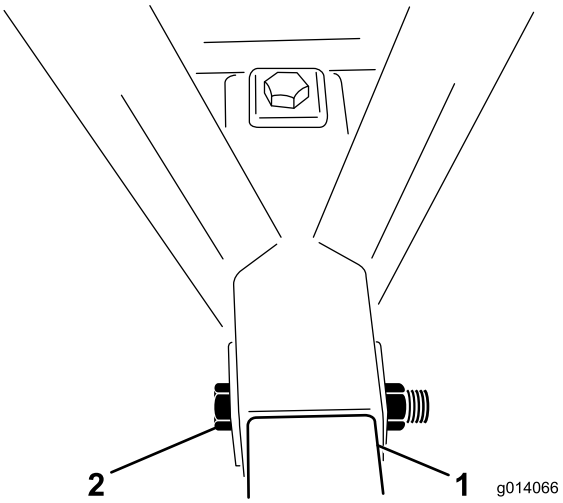

Figuur 4
5. Plaats een bout van 6–1/2 inch door het frame en de trekhaakbuis en bevestig de borgmoer (Figuur 4).
6. Plaats de tweede bout van 6–1/2 inch door de bovenkant van het frame en omlaag door de trekhaakbuis. Bevestig de borgmoer (Figuur 4).